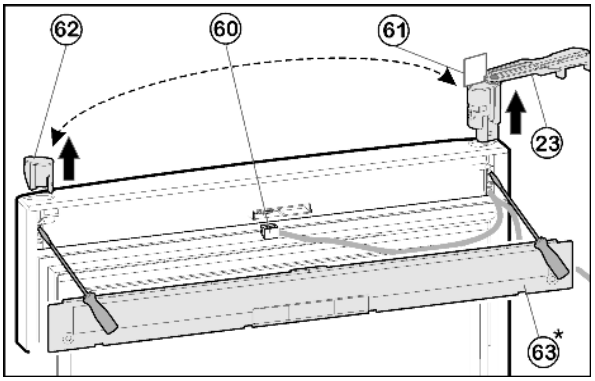

Fig. 11
- ▶ С помощью отвёртки выведете из зацепления крышку *Fig. 11 (63)* на дверце.
- ▶ Отсоедините разъем *Fig. 11 (60)*.
▶ На верхней дверце поверните опорный кронштейн *Fig. 11 (23)* наружу параллельно краю дверцы.
▶ При помощи отвертки вытолкните опорный кронштейн *Fig. 11 (23)* снизу и снимите с двери вместе с кабелем.
▶ Извлеките пробку *Fig. 11 (62)* снизу при помощи отвертки и вставьте на другой стороне.
▶ Проденьте кабель опорного кронштейна *Fig. 11 (23)* на противоположной стороне и установите опорный кронштейн.
▶ Снимите шаблон *Fig. 11 (61)* и закрепите на опорном кронштейне.
▶ Вставьте разъем *Fig. 11 (60)*.
▶ Зафиксируйте крышку *Fig. 11 (63)* на дверце.